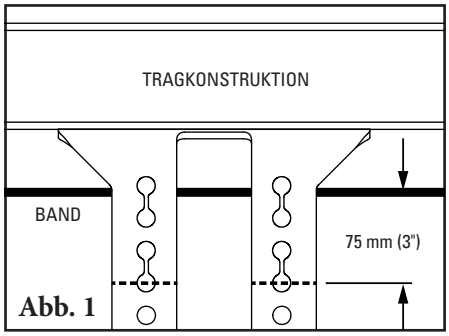

Abb. 1
a. Bei der Montage mit Druck nach oben das Band mit einer Setzlatte hoch drücken, um den Durchhang zu beseitigen und an der Halterung eine Markierung für die Unterseite des Bands anbringen. Von dieser Markierung 75 mm (3") nach unten messen und eine zweite Markierung (Abb. 1) anbringen. Die zweite Markierung ist dort, wo in Schritt 6 die Mitte der Steckachse sitzen soll.